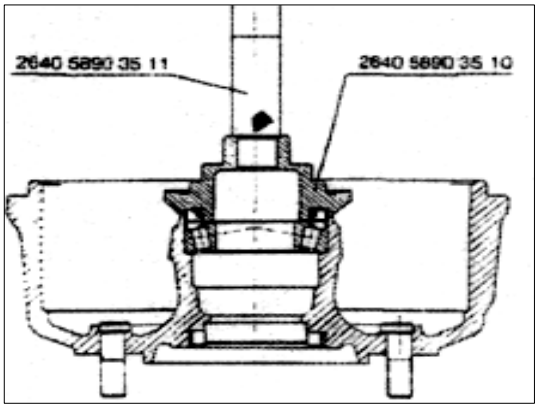

РИС. 281
4) Нанесите на поверхность манжеты смазку и установите её, используя оправку 2640 5890 3510 вместе с рукояткой 2640 5890 3511 (см. рис.281).